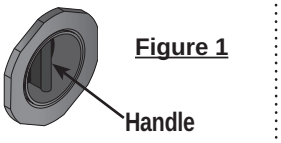
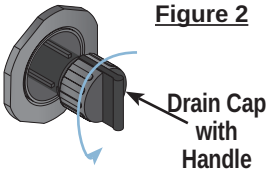
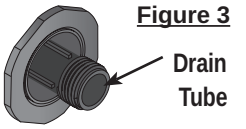

Figure 1
Figure 2
Figure 3
2. Locate the main drain valve (bottom front) for the spa. Pull on handle (Figure 1, pliers may be used to pull handle) until you reach the mid position then rotate handle slightly to fully extended drain tube (drain cap and 1" of the drain tube is exposed) (Figure 2) then remove the drain cap (Figure 3).
5. Pull and remove garden hose, replace drain cap and push drain tube back into spa as seen in Figure 1.